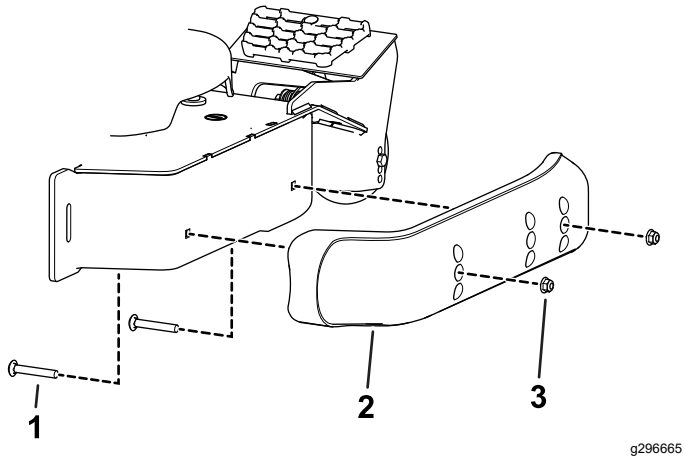

Figure 14
3. Placez le patin à la position voulue et fixez-le à l'unité de coupe avec les boulons à embase et les écrous (Figure 14).